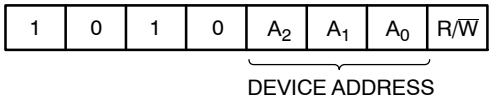

Figure 3. Slave Address Bits
The Master addresses a Slave by creating a START condition and then broadcasting an 8−bit Slave address. For the CAT24C32, the first four bits of the Slave address are set to 1010 (Ah); the next three bits, A_2, A_1 and A_0, must match the logic state of the similarly named input pins. The R/W bit tells the Slave whether the Master intends to read (1) or write (0) data (Figure 3).